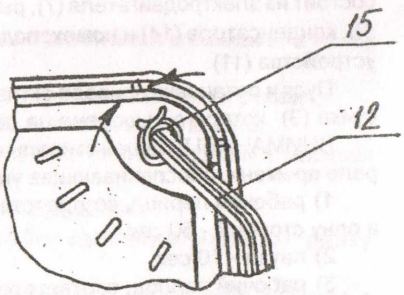

Рис.4. Схема перестановки шланга
Соберите подставку машины (при ее наличии) согласно рис.4. От правильной сборки подставки зависит устойчивое положение машины на ванне. Для сборки подставки необходимо вставить кронштейны (19) в направляющих каркаса (16) таким образом, чтобы один из полукруглых вырезов кронштейна вошел в зацепление с соответствующим упором каркаса. Кронштейны вставляются под углом так, чтобы их концы с вырезами, обращенными вниз, вошли в прямоугольные окна каркаса, после чего кронштейны приводят в горизонтальное положение. Установите подставку на ванну, отрегулируйте положение кронштейнов путем установки на упоры каркаса соответствующих вырезов кронштейнов, обеспечив плотное соприкосновение последних с бортами и стенками ванны. Подставка должна быть установлена на ванне таким образом, чтобы вырезы (17) на ее бортах были ближе к противоположной стенке ванны.
Поставьте машину (1) на подставку (рис.4), при этом нижняя часть корпуса, в котором находится двигатель, должна быть помещена в вырезы (17), расположенные на бортах подставки.
В машине предусмотрена возможность перестановки шланга в удобное для работы положение в зависимости от расположения ванны. Для этого необходимо сжать усики зажима (15) (рис.4), фиксирующего шланг (12) на сливном патрубке бака машины, и переместить зажим по шлангу. Снимите шланг со сливного патрубка и установите его в нужное положение так, чтобы шланг входил в один из двух боковых вырезов поддона. Наденьте шланг на сливной патрубок предварительно смочив его мыльным раствором. Установите на место зажим (15).